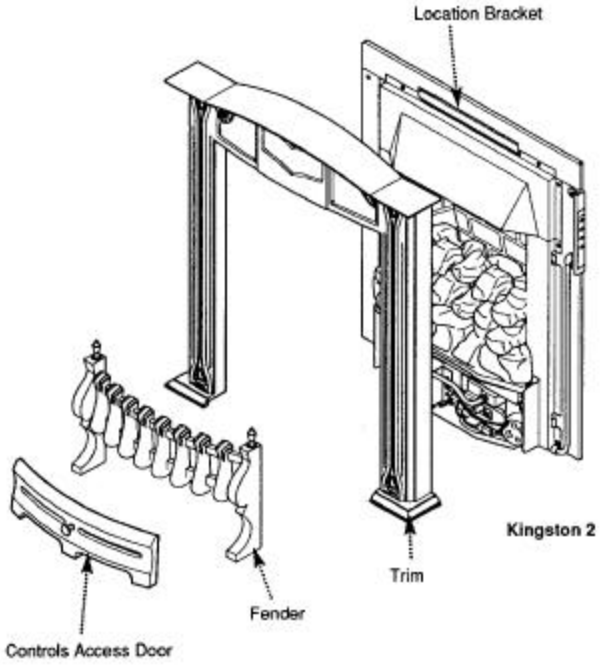

Fig. 47
11.3 Kingston 2 Models (Fig. 47)